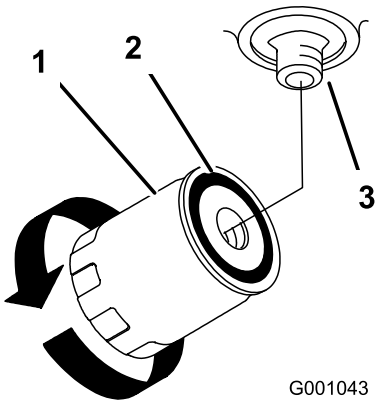

Figur 72
7. Påfør et tynt lag på gummipakningen på det nye filteret (Figur 72).
9. Fyll på den hydrauliske tanken med hydraulisk olje til oljen flyter over og drei deretter oljefilteret med klokken inntil gummipakningen er i kontakt med filteradapteren. Stram deretter til filteret med ytterligere 1/2 omdreining (Figur 72).